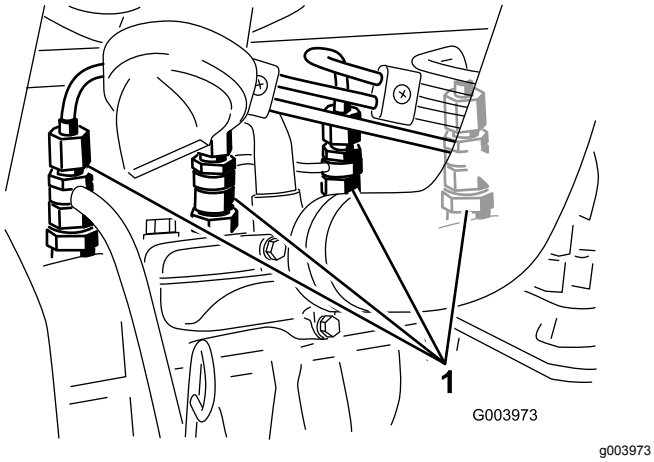

Figuur 57
1. Draai de leidingconnector naar spuitstuk Nr. 1 en de houder los (Figuur 57).